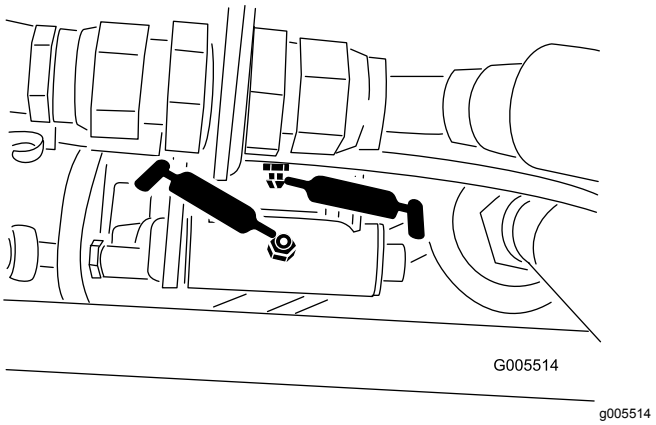
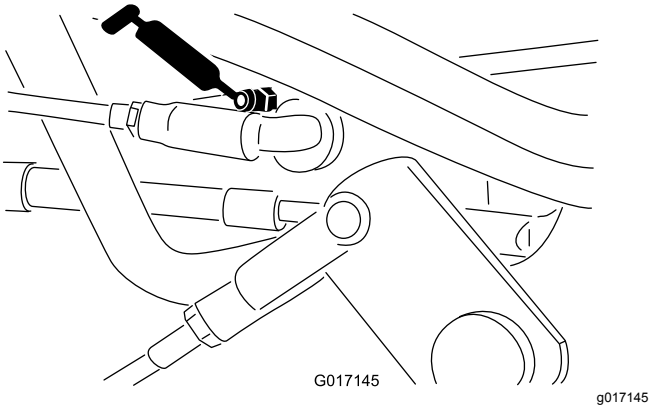

Figur 43
Figur 44
- Hastighedsregulatorforbindelse (Figur 43 og Figur 44)